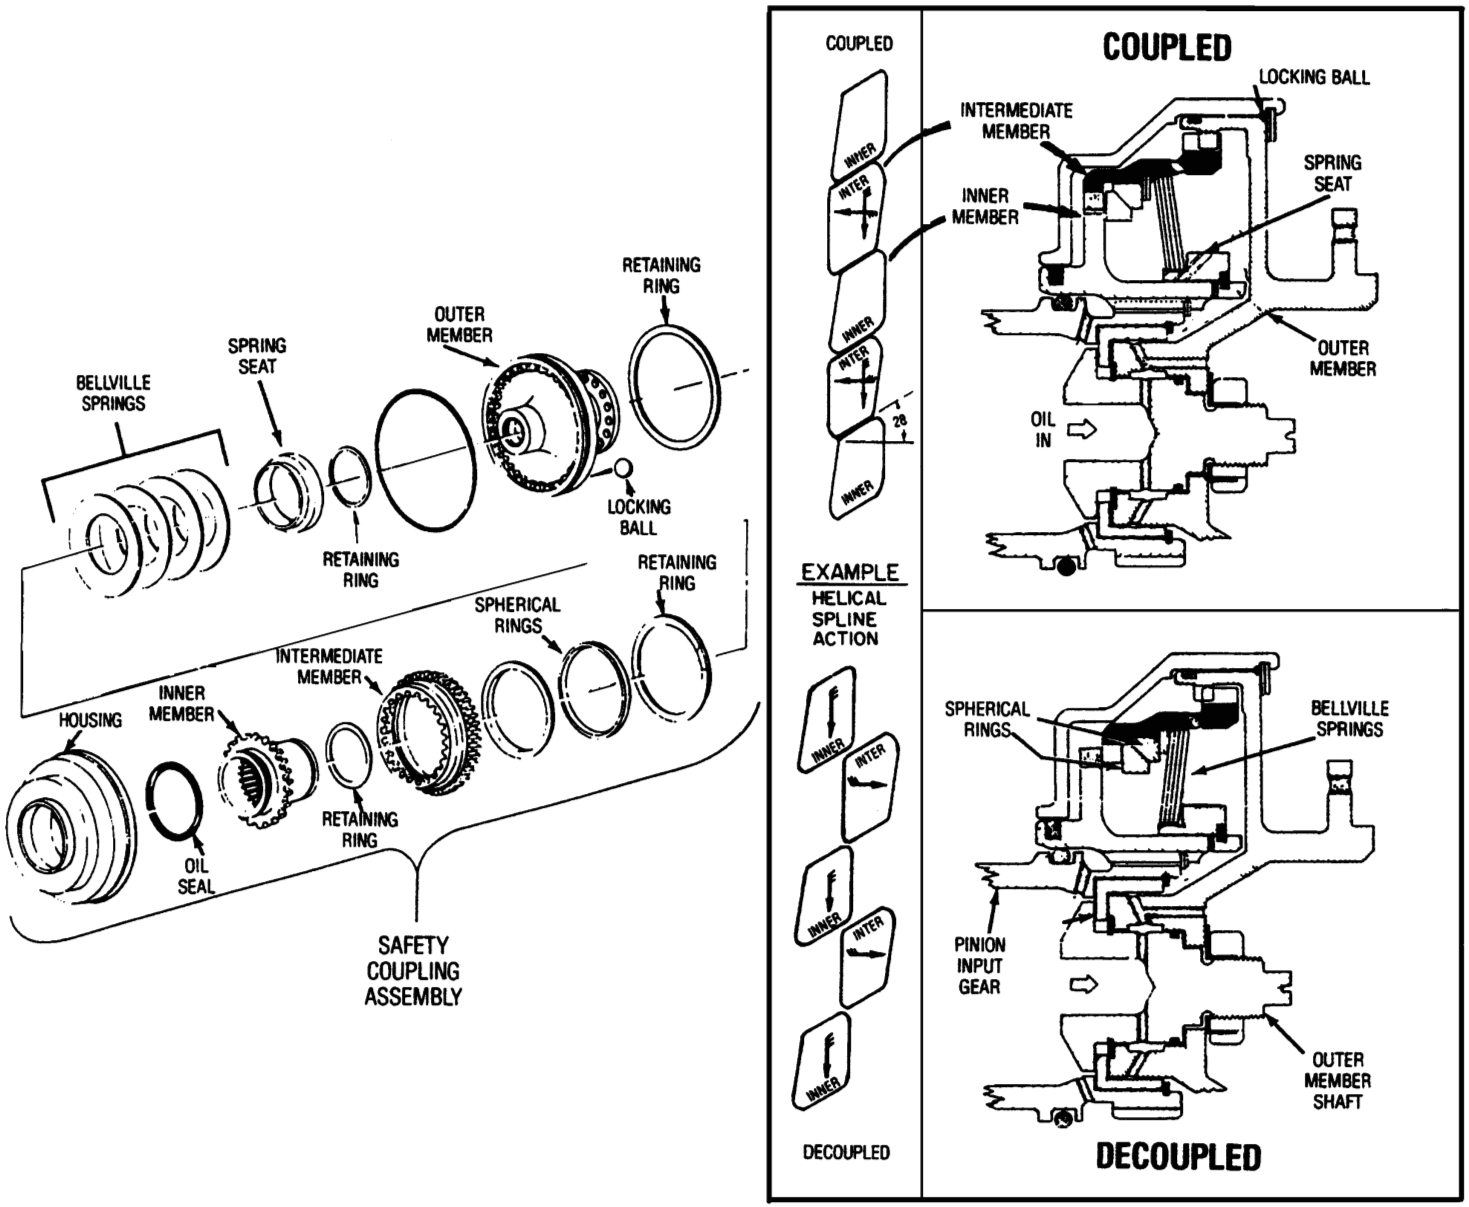

Figure 6. Safety Coupling Schematic
81. A safety coupling (figure 6) is provided to disengage the reduction gear from the power section in the event the power section is operating above the preset negative torque value which is greater than that required to actuate the NTS.